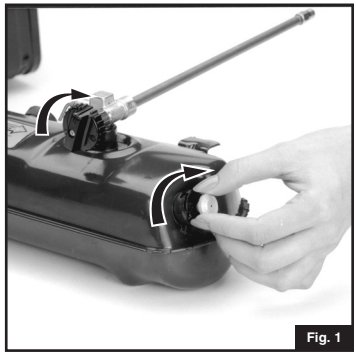

Fig. 1
■ Fermez le BOUTON DE COMMANDE fermement. (Fig. 1)
■ Fermez le BOUTON DE LA POMPE fermement. (Fig. 1)